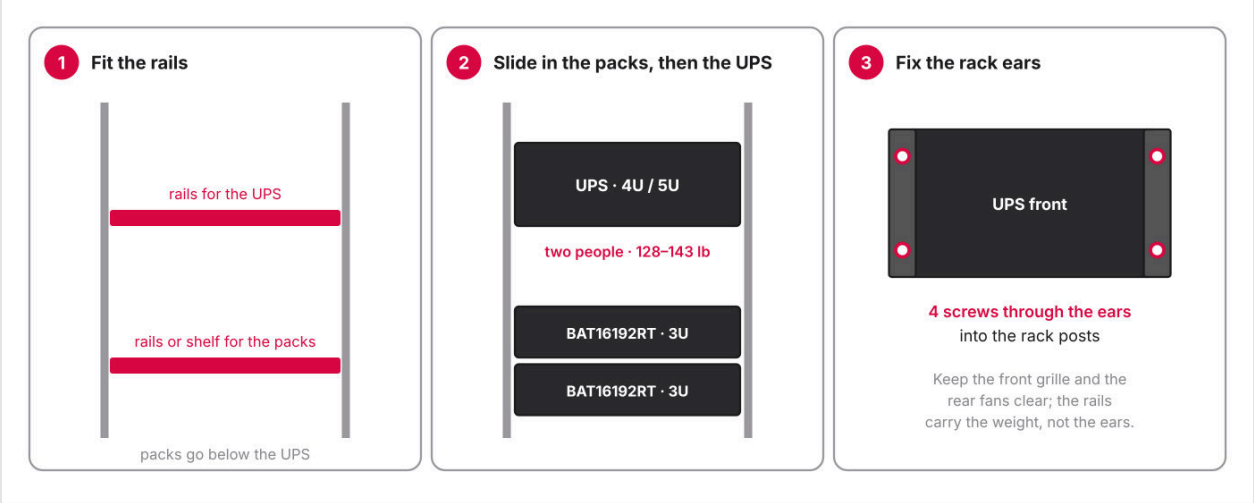

FIGURE 3-1 Mounting in a 19-inch rack
1. Fit the rail kit supplied with the UPS in the rack, at the height chosen for the UPS. Fit rails or a shelf rated for the weight of each pack below it (Figure 3-1, step 1).
2. Slide in the packs first, then the UPS, with two people (Figure 3-1, step 2).
3. Fix the rack ears to the rack posts with four screws (Figure 3-1, step 3). The rails carry the weight, not the ears.